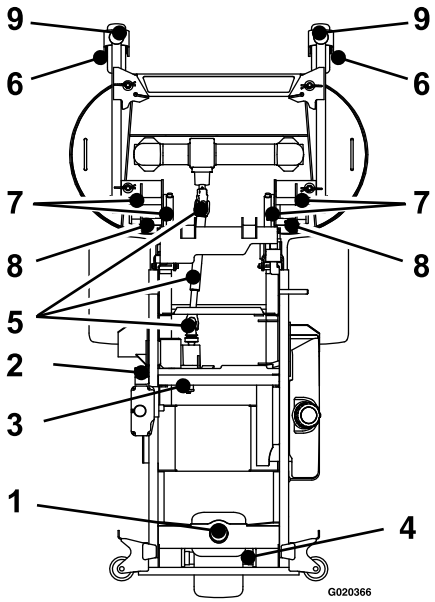

Bild 29
5. Fetten Sie den Spannarm des Pumpenriemens ein (Bild 29).